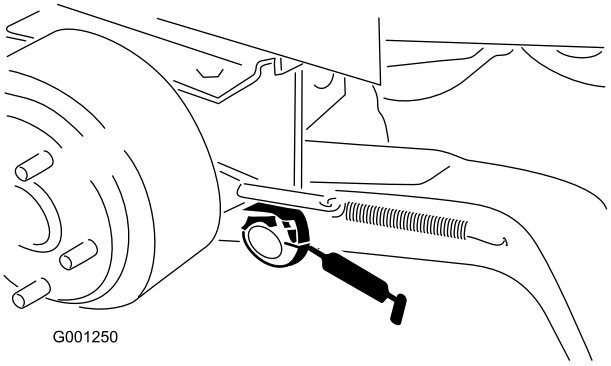

Figur 38
- Løftearmens drejebøsninger (Figur 38)